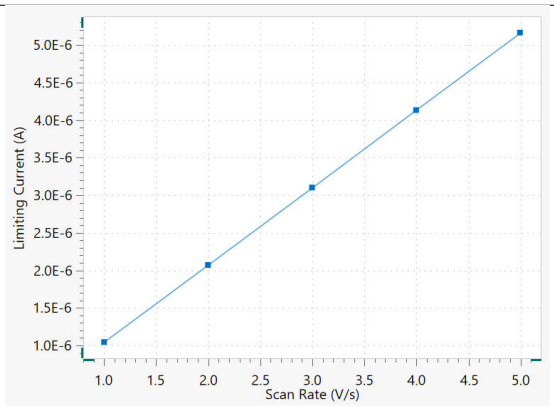

Figure 4. Limiting current versus scan rate of each scan of Figure 3.
The coefficient of proportionality is the capacitance *C* (F). This is shown in Figure 4, where the limiting current of each linear scan in Figure 3 is plotted against the scan rate.